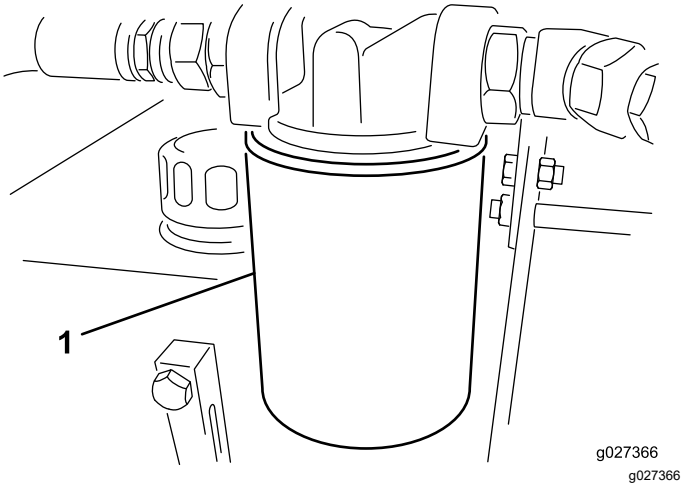

Figure 13
3. Placez un bac de vidange sous le filtre et enlevez le filtre (Figure 13).